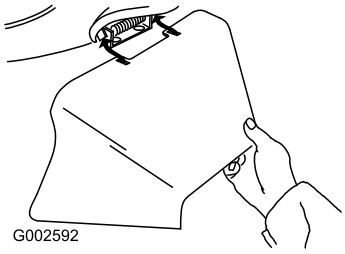

Figuur 29
3. Monteer de zijafvoer en sluit het deurtje op de tunnel (Figuur 29).